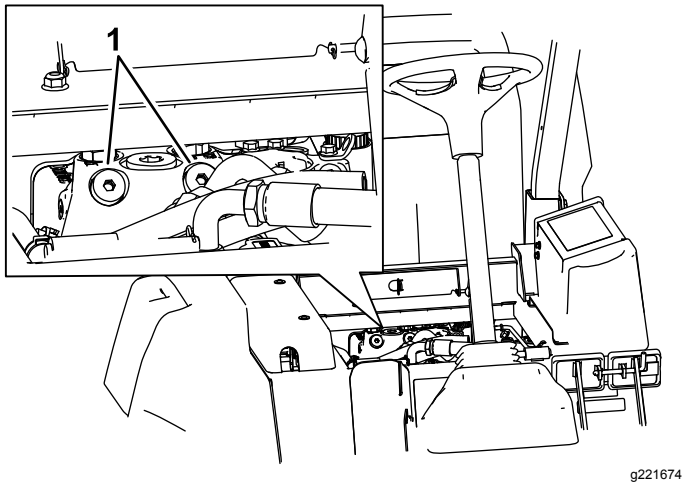

**Figur 38**
1. Hev setet, og finn omløpsventilene som finnes under fronten på drivstofftanken (Figur 38).